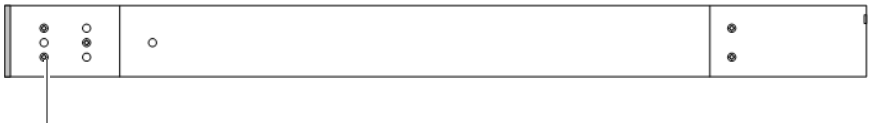

Figure 11.24 Mounting frame – retaining brackets (side view)
1. Install the removed retaining brackets again, refer to Figure 11.24.